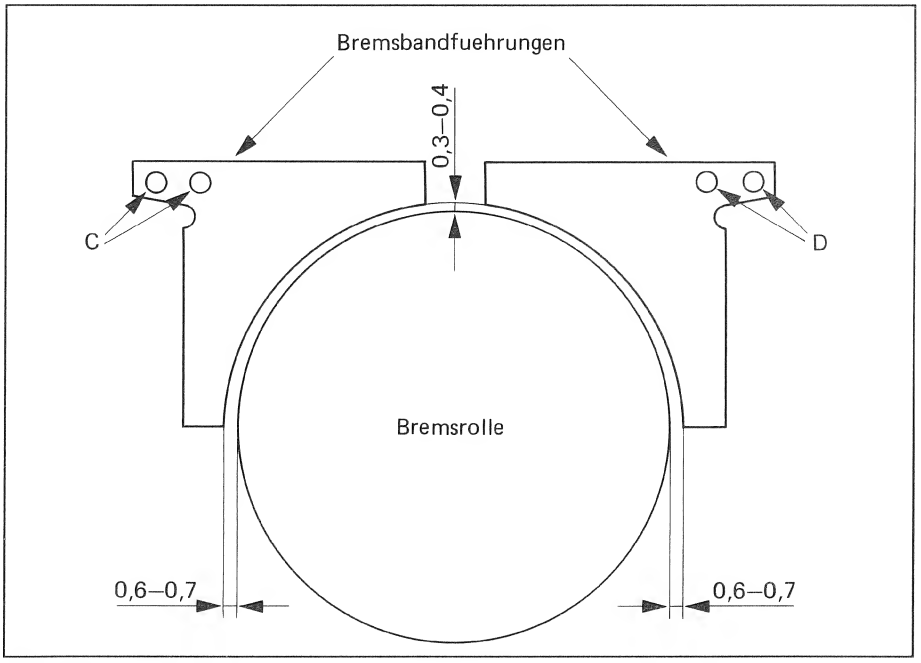

Fig. 3.4.6
Siehe Fig. 3.4.6
- Durch Schieben der Bremsbandführungen ist der Abstand nach Fig. 3.4.6 einzustellen. (Ohne Bremsband)